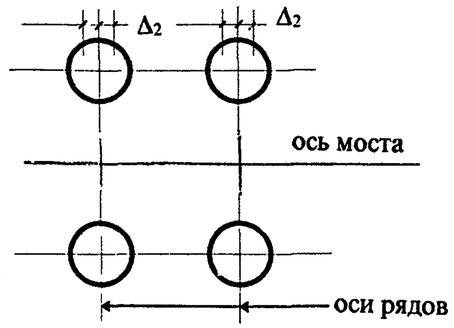

рис.2
1.2 в два ряда и более по фасаду моста (рис.2)